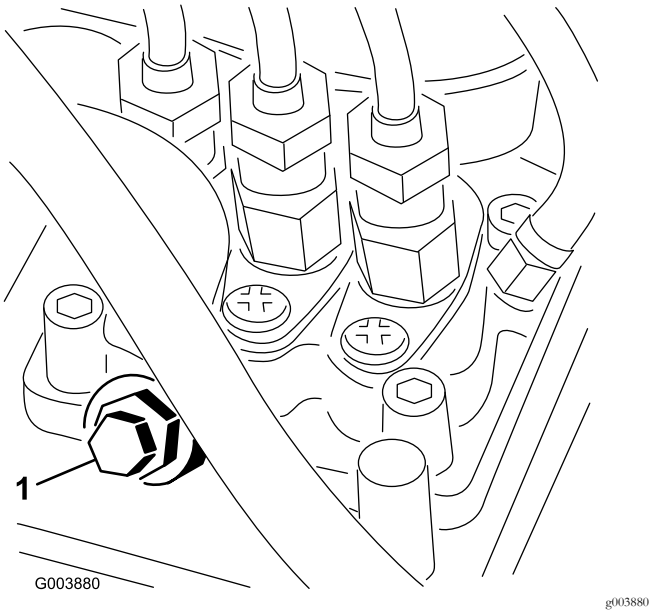

**Rysunek 22**
3. Odkręć śrubę odpowietrzania na pompie wtryskowej paliwa (Rysunek 22).